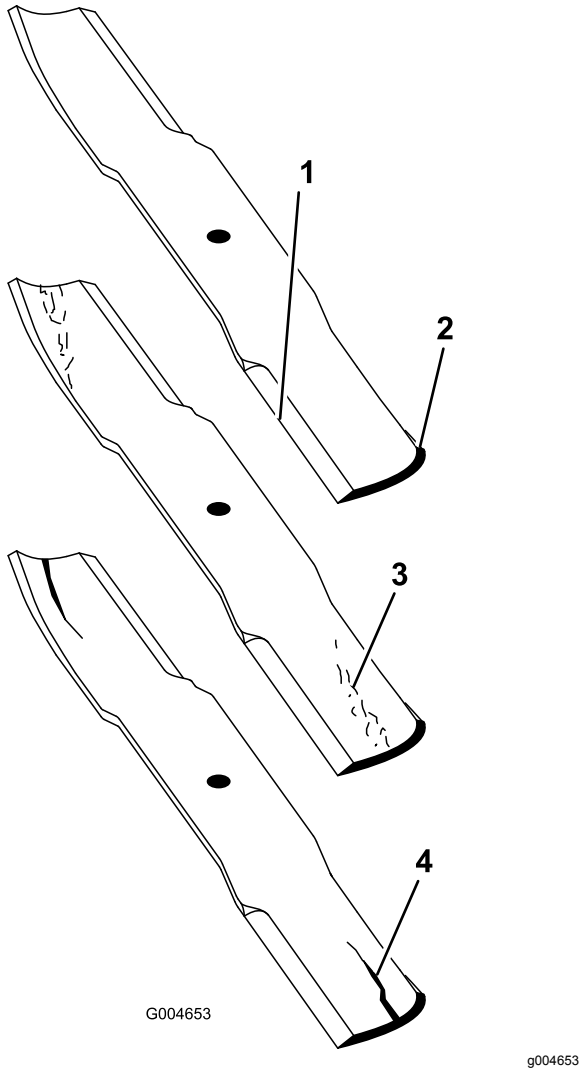

Figuur 110
2. Controleer nauwkeurig de uiteinden van het maaimes, in het bijzonder op de plaats waar het platte en het gebogen deel samenkomen (Figuur 110).
Opmerking: Omdat het metaal dat het platte en het gebogen deel van het mes verbindt, kan wegslijten door zand en ander schurend materiaal, moet u dit steeds controleren voordat u de maaier gaat gebruiken. Als u een slijtplek ontdekt (Figuur 110), moet u het mes onmiddellijk vervangen.